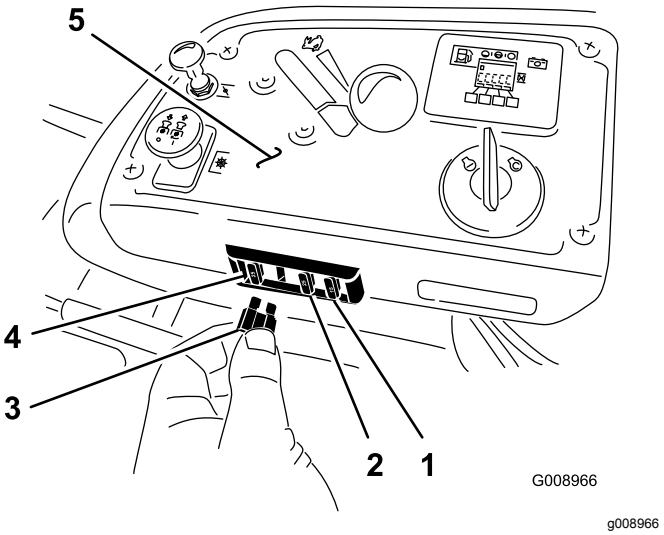

Figur 73
Säkringarna sitter på konsolen till höger om sätet (Figur 73).
2. Sätt i en ny säkring (Figur 73).